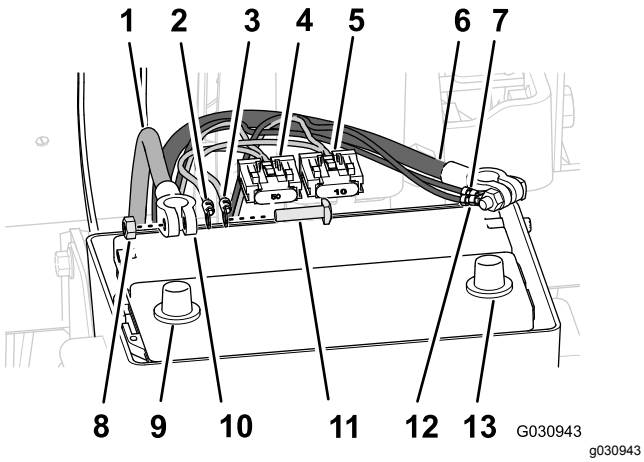

Figuur 170
1. Leid de positieve ringconnector (rode draad), de negatieve ringconnector (zwarte draad) en de zekeringhouder van 50 A van de achterste kabelboom omhoog tussen de accubak en het chassis van de machine (Figuur 170).
3. Verwijder de T-bouten en de zeskantige moeren van de connectors van de plus- en minkabel van de accu (Figuur 170).
4. Monteer een T-bout door de positieve connector (rode draad) van de achterste kabelboom, de positieve connector van de elektrische kabel voor de navigatie, en de connector van de pluskabel van de accu (Figuur 170).
5. Bevestig de connectors en de T-bout losjes met een zeskantige moer (Figuur 170).
6. Monteer een T-bout door de negatieve connector (zwarte draad) van de achterste kabelboom, de negatieve connector van de elektrische kabel voor de navigatie, en de connector van de minkabel van de accu (Figuur 170).
7. Bevestig de connectors en de T-bout losjes met een zeskantige moer (Figuur 170).